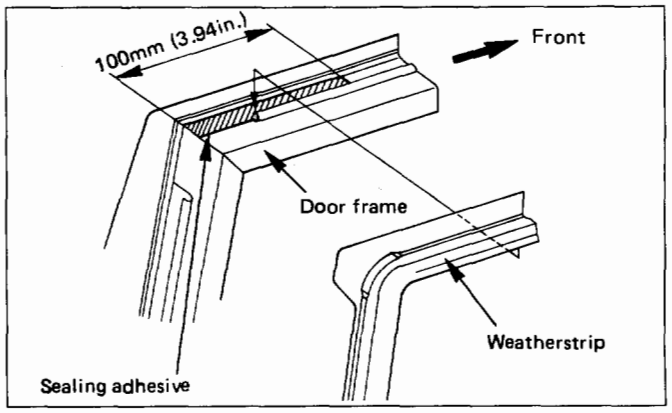

Fig. 10-91
- Apply the sealing adhesive to the upper Ⓐ portion of the door frame and press it for installation after assembling the weatherstrip. (Fig. 10-91)